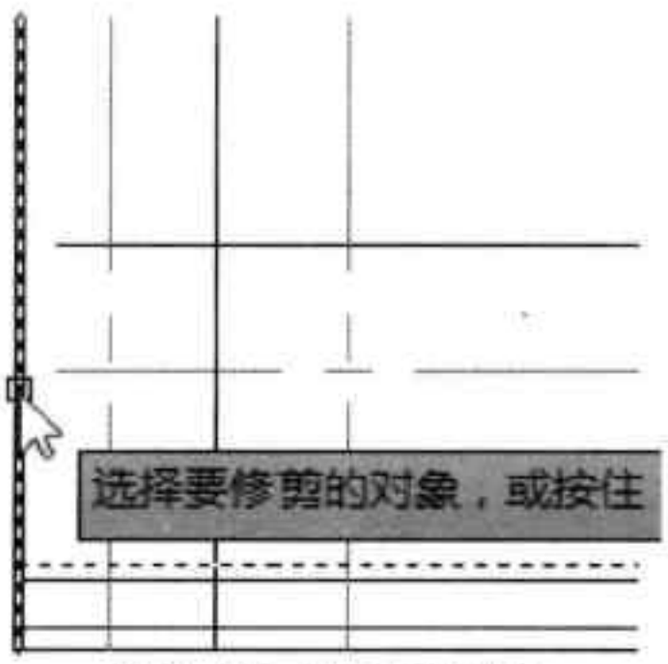

图21-62 选择修剪对象
Step 21 执行“修剪”命令，对线段进行修剪，选择剪切边，然后选择要修剪的对象，如图 21-62 所示。